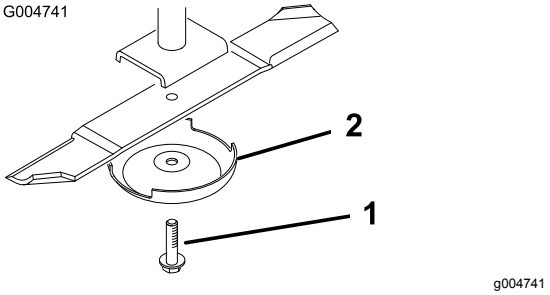

Figur 110
3. Fjern knivbolten, antiskalperingsvernet og kniven fra spindelakselen (Figur 110).